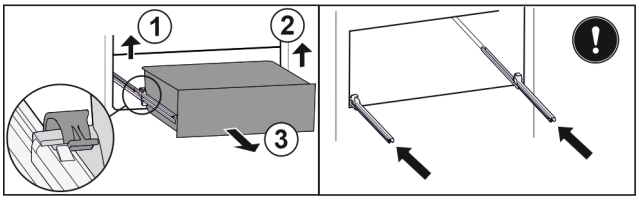

Fig. 223
▶ Ridicați clema din stânga și trageți concomitent sertarul din stânga spre înainte. *Fig. 223 (1)*
▶ Ridicați clema din dreapta și trageți concomitent sertarul din dreapta spre înainte. *Fig. 223 (2)*
▶ Extrageți sertarul spre înainte. *Fig. 223 (3)*